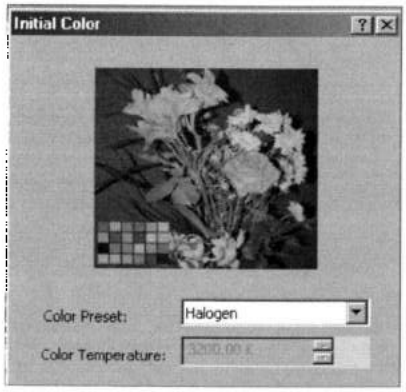

Рис. 23.10. *Настройка параметров начального цвета*
- **Управление цветом.** Основная настройка сводится к определению исходного цвета. Этот цвет характеризует световой поток перед действием на него фильтров или факторов окружающей среды. Для его изменения необходимо в свойствах типоразмера осветительного прибора открыть щелчком в разделе **Photometrics** в поле **Value** параметра **Initial Color Light** (Исходный цвет света) бокс **Initial Color** (рис. 23.10). В этом боксе необходимо установить: